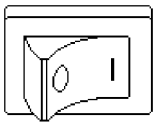

Рисунок 5 Выключатель питания в положении "Включено"
4. Переведите выключатель питания в положение [**I**] «**Включено**» (см. Рис. 5):